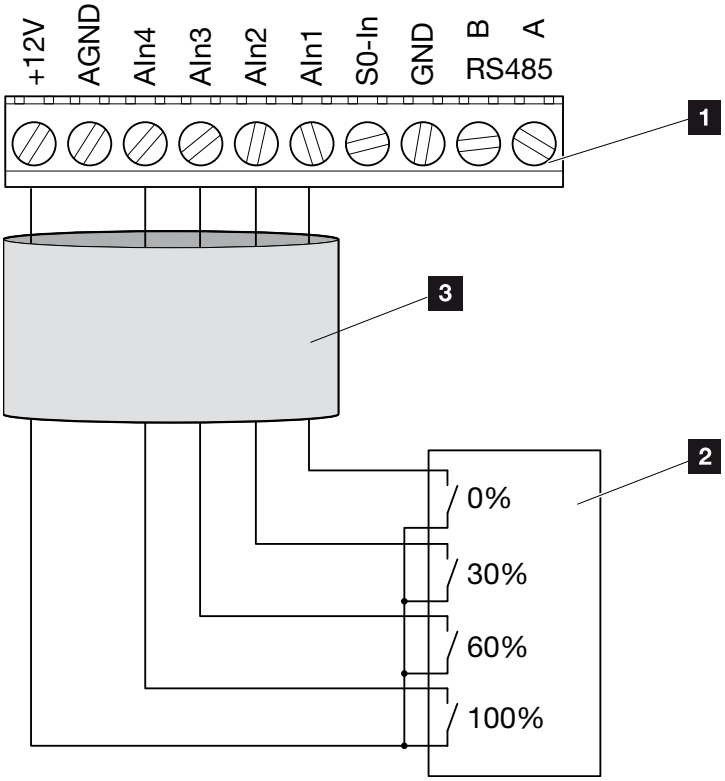

Abb. 58: Anschluss Rundsteuerempfänger
3. Rundsteuerempfänger an den Master-Wechselrichter **Abb. 57 Pos. 1** an der Anschlussklemme Analogschnittstelle (10-polig) anschließen. **Abb. 58**